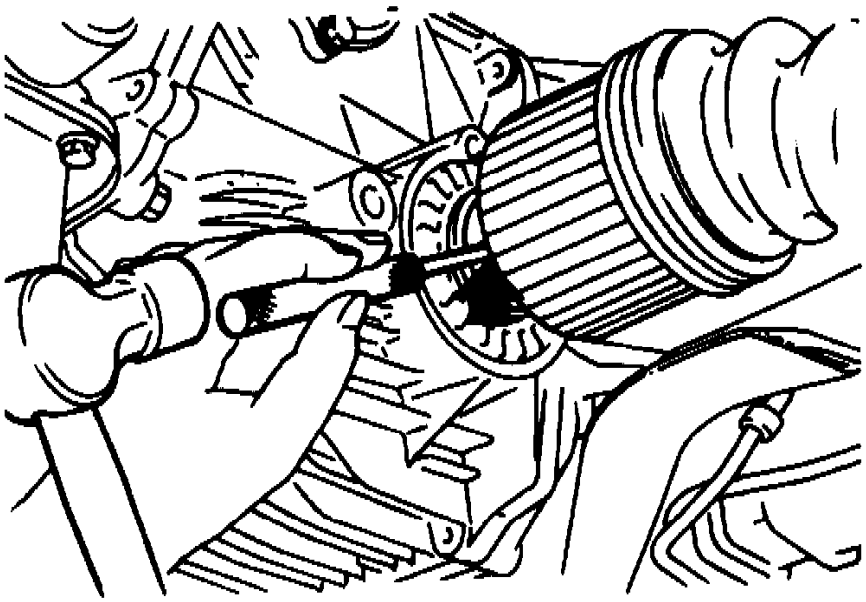

Fig. 2 Spring Pin Removal
12. Using a drift and hammer, drive out spring pin, then disconnect axle shafts from transaxle, **Fig. 2**.